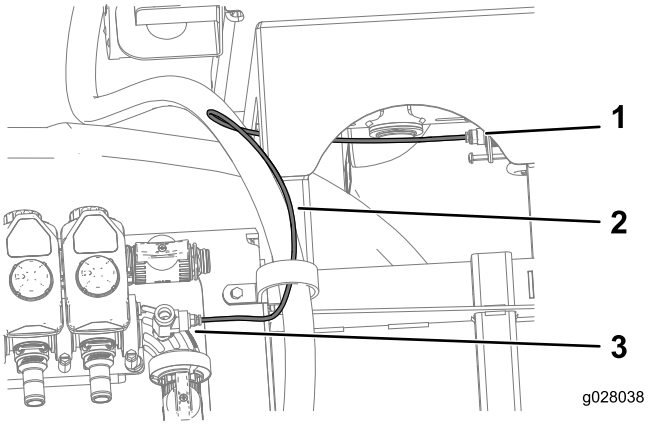

Figur 15
8. Anslut tryckomvandlarledningen till T-kopplingen och ventilen på tryckmätarkopplingen (Figur 15).